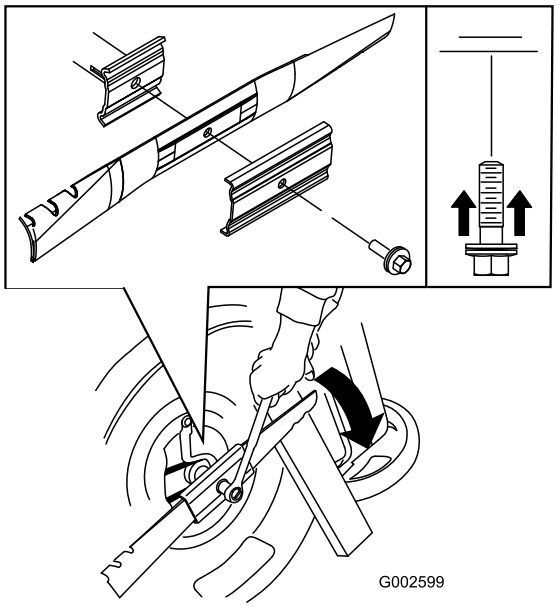

Figuur 31
5. Plaats het nieuwe mes (draai de mesbout rechtsom) en alle bevestigingsmaterialen (Figuur 31).